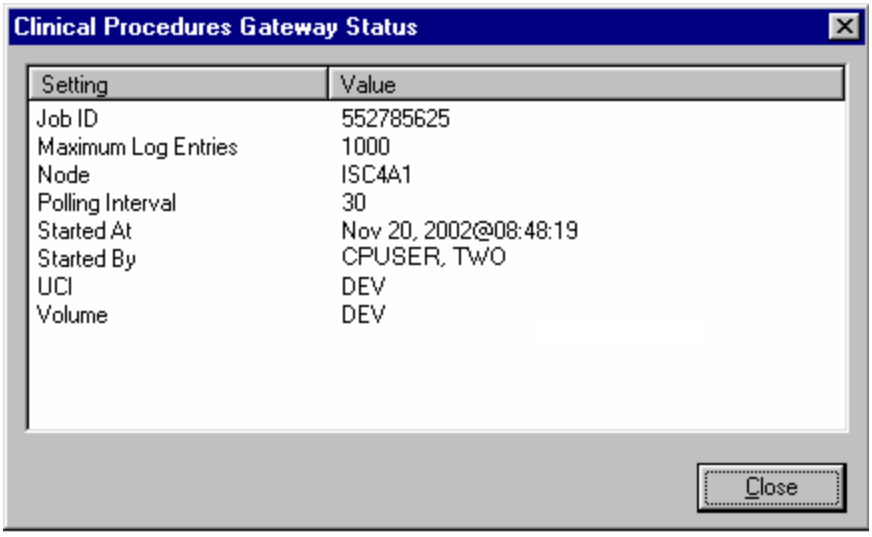

**Figure 10-3**
- Choose **File > Status**. The server settings are displayed, Figure 10-3.